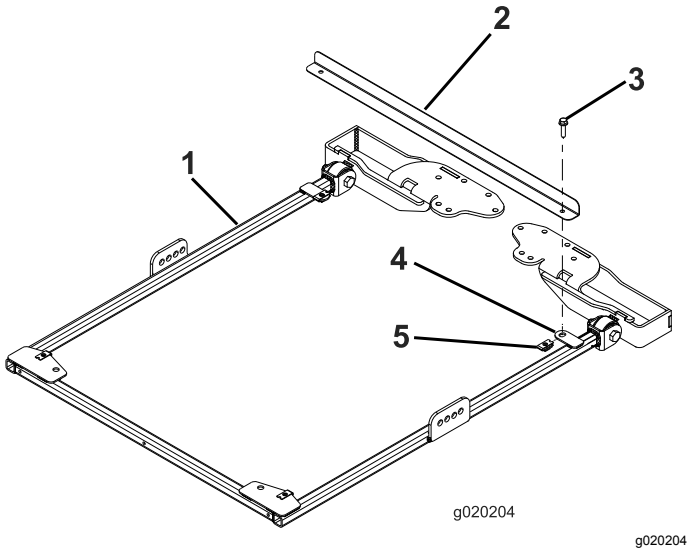

Figura 30
1. Para alinear correctamente el bastidor, monte la barra de alineación del bastidor en las pestañas de montaje de la parte trasera del bastidor del toldo con 2 pernos con arandela prensada (5/16" x 1¼"), según se muestra en Figura 30.